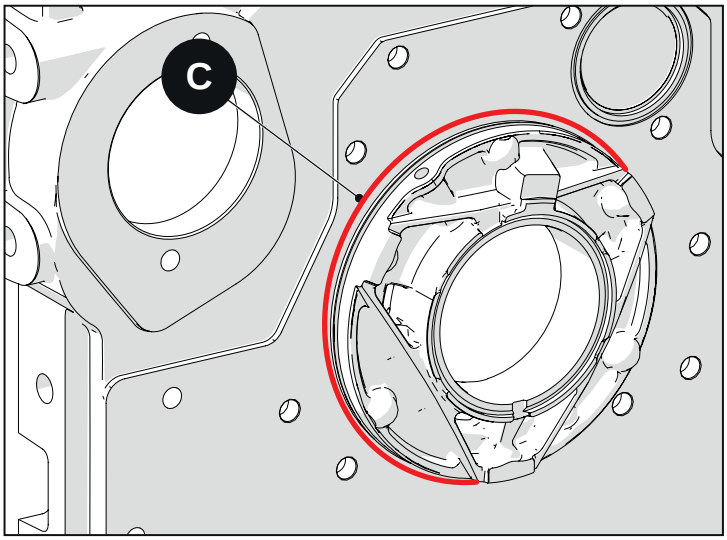

Fig. 2.131
- Eseguire un cordone di silicone di 2 mm di spessore intorno all’O-ring, come mostrato in fig.2.131.